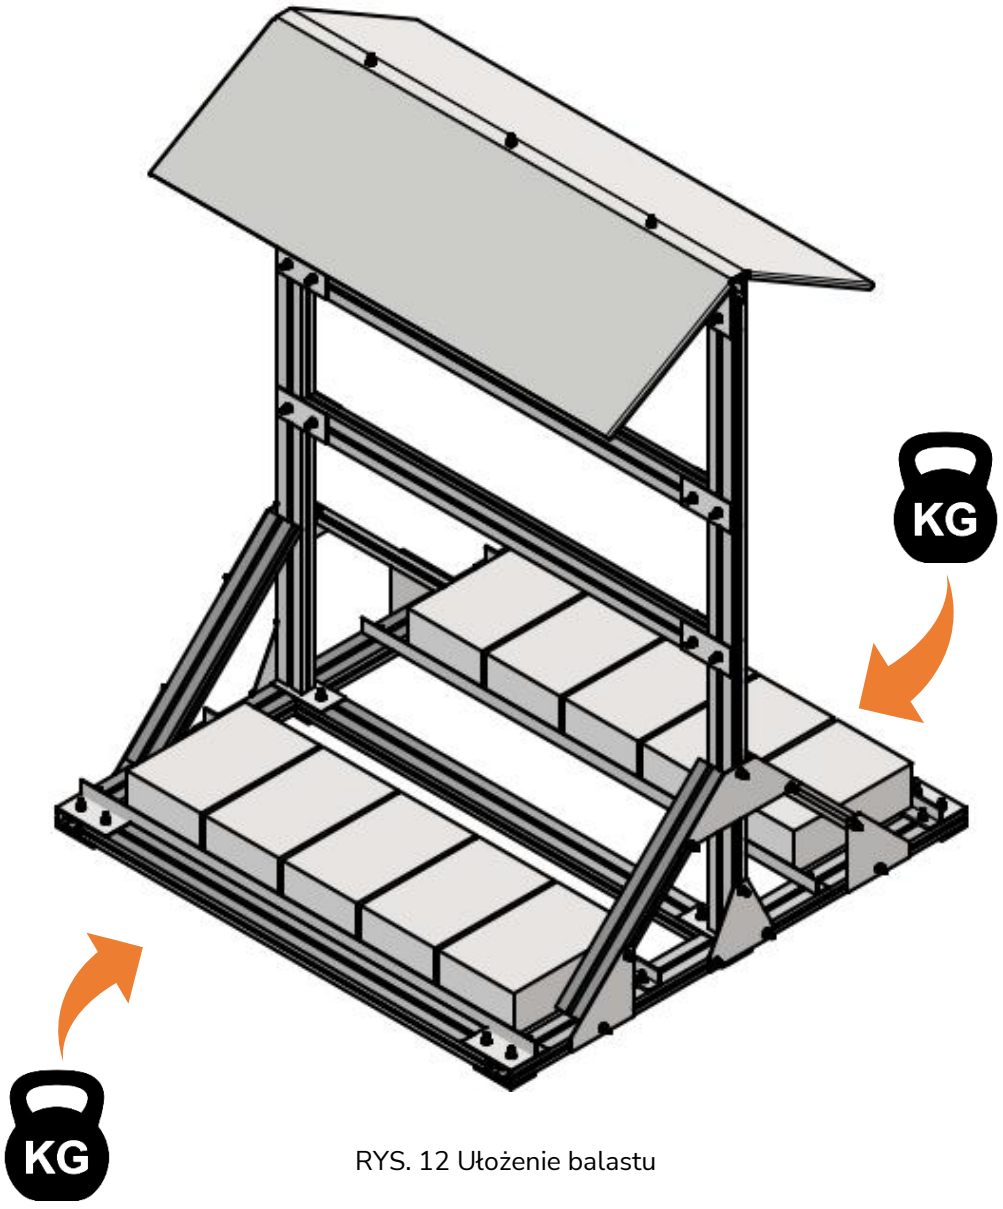

RYS. 12 Ułożenie balastu
13. Na kątowniki równomiernie ułożyć odpowiednio dobrany balast (zalecany betonit drogowy) o masie min. 100 kg na każdą stronę konstrukcji (łącznie min. 200 kg), jak pokazano na rys. 12. **Podane wartości są wartościami minimalnymi ostateczną masę i rozłożenie balastu należy skonsultować z konstruktorem**, który — oceniając liczbę i masę zamontowanych falowników, rodzaj dachu oraz lokalne warunki wietrzne i śniegowe — określi wymagane dociążenie konstrukcji.